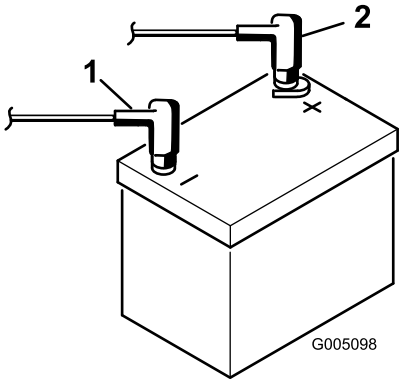

Figur 4
7. Anslut den röda pluskabeln till plusanslutningen (+) och den svarta minuskabeln till minusanslutningen (–) på batteriet, och fäst kablarna med bultar och muttrar (Figur 4). Se till att plusanslutningen (+) går ända upp till polen och att kabeln sitter tätt emot batteriet. Kabeln får inte vidröra batterilocket.